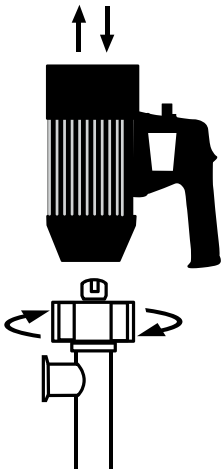

Figure 3
3. Couple the motor to the pump tube by using the Hex Nut (see Figure 3, page 4).
2. For a more thorough cleaning remove the motor from the pump tube by loosening the hex nut (see Figure 3).